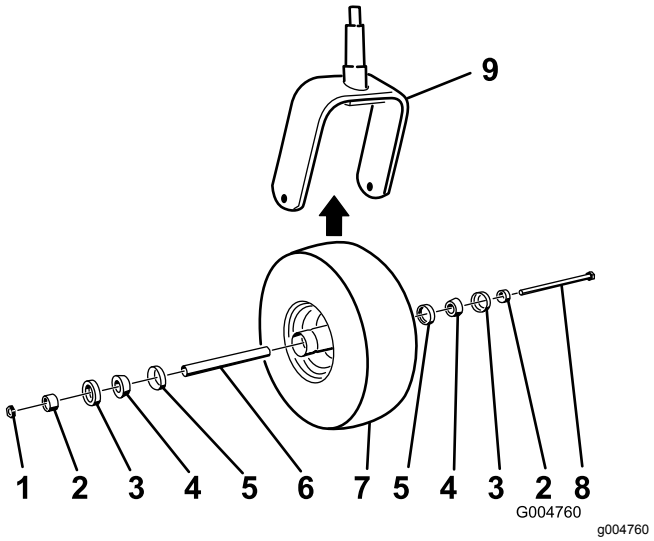

Figur 42
2. Fjern låsemøtrikken fra bolten (Figur 42).
5. Saml styrehjulet ved at skubbe konuslejet og lejetætningerne, der er godt pakket med fedt, ind i hjulnavet. Delene skal være placeret som vist i Figur 42.